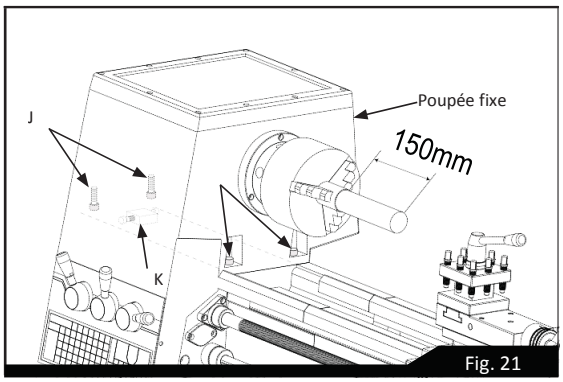

Fig. 21
Pour corriger une différence au niveau des lectures, desserrez les quatre vis de retenue de poupée fixe (J) indiquées dans la Figure 21 et réglez le patin de réglage (K) sous la poupée fixe. Puis, serrez toutes les vis. Après le réglage, répétez la coupe test/la lecture en micromètre jusqu'à ce que les lectures soient identiques afin que l'usinage de la machine soit parfaitement parallèle.